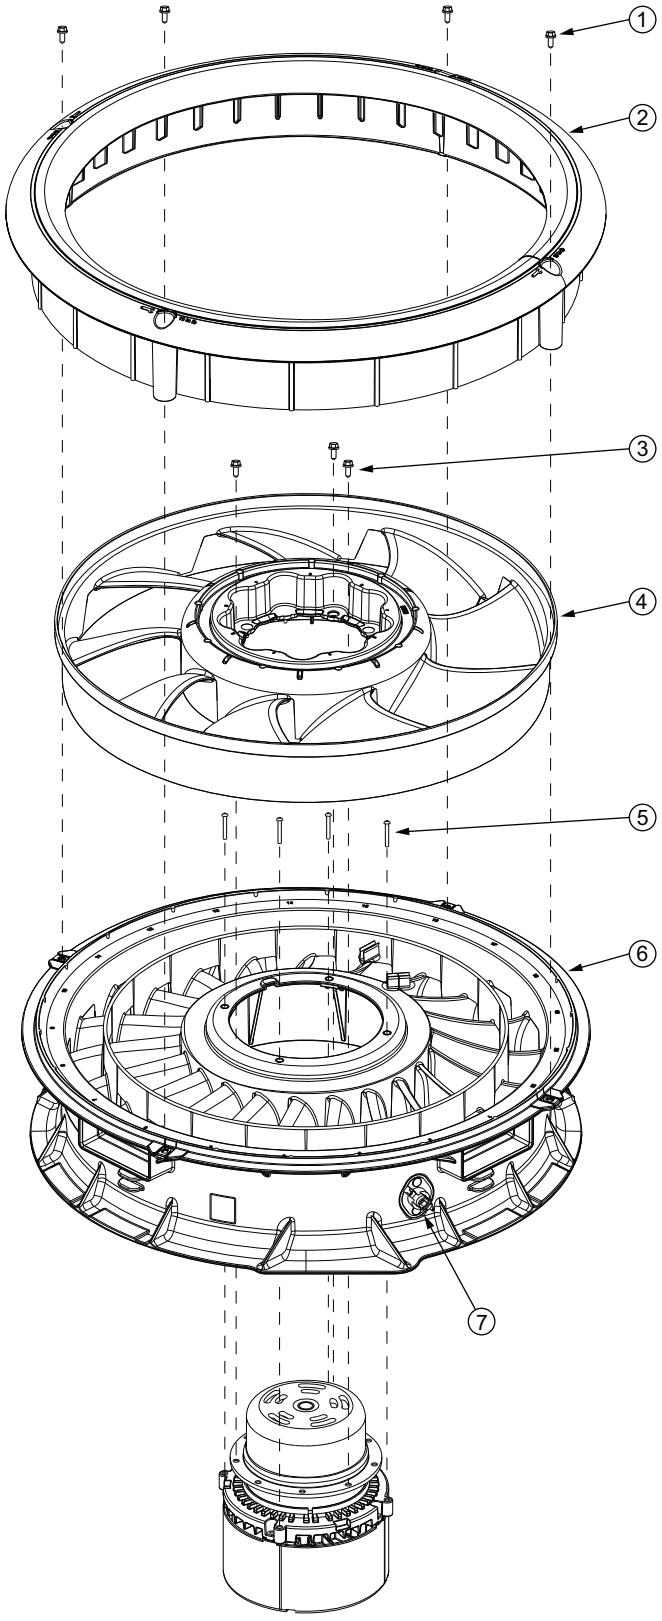
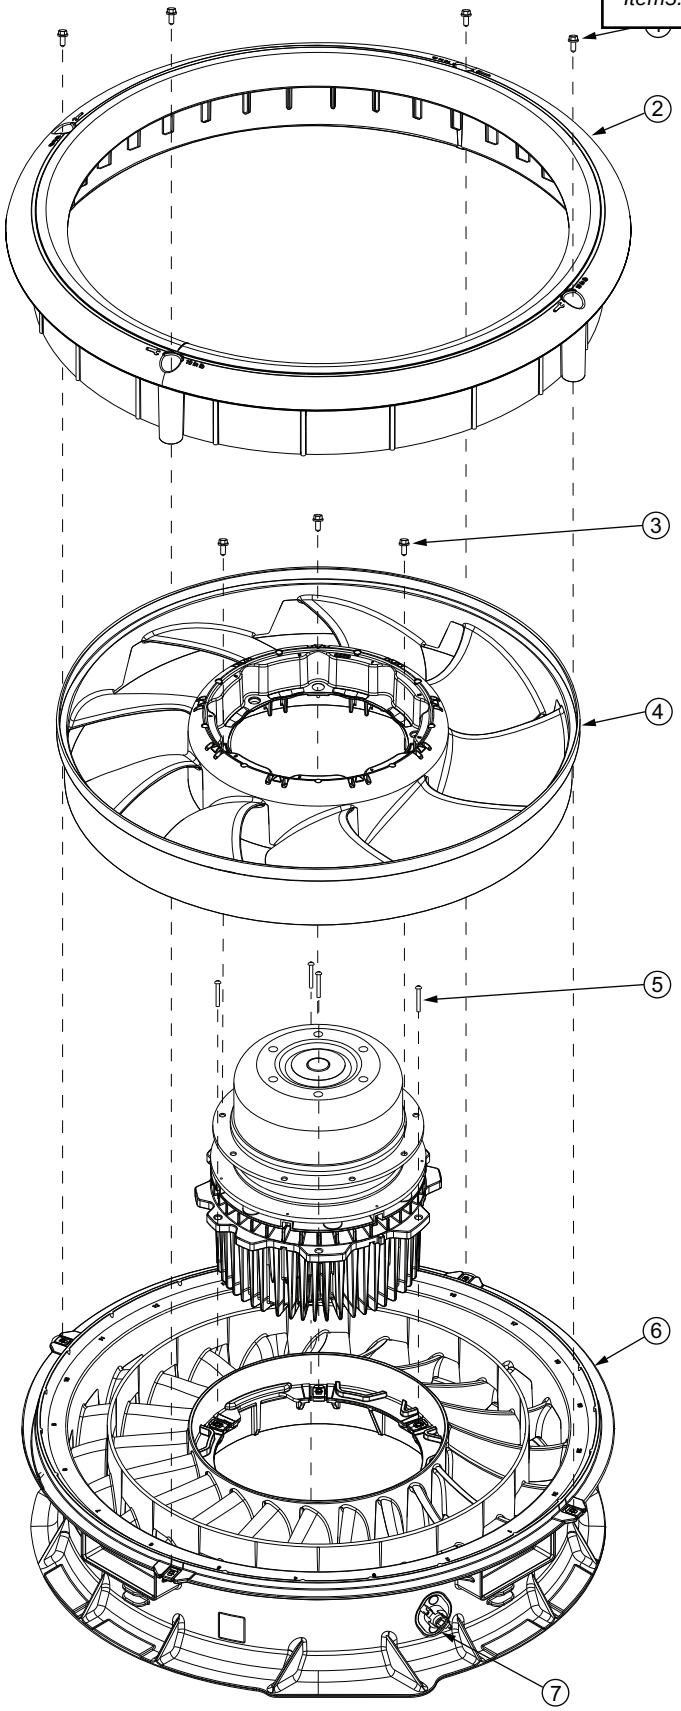

Fig. 36 — Fan Assembly for Units with 2.4 Hp Motor
Fig. 37 — Fan Assembly for Units with 3.0 Hp Motor
See Fig. 36 for 2.4 Hp motor units; see Fig. 37 for 3.0 Hp motor units.
1. See Fig. 36 for 2.4 Hp motor units; see Fig. 37 for 3.0 Hp motor units. Place motor on flat surface.